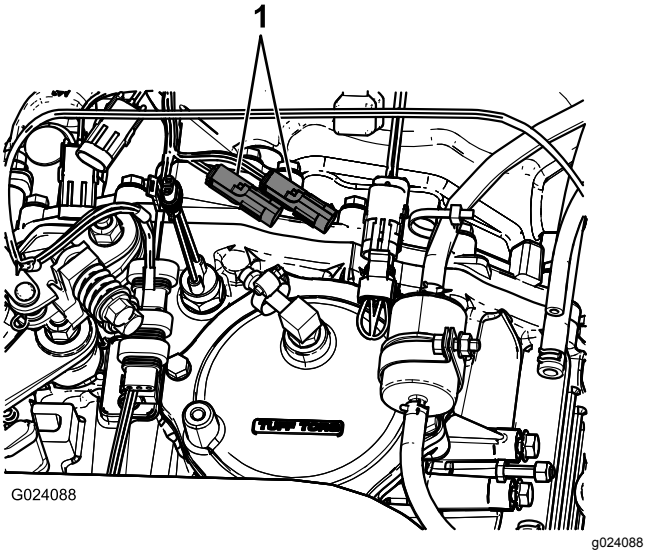

Figur 16
2. Gå till maskinens växellåda och anslut maskinkablagets kontakt med tre stift för hastighetsgivaren till sprutarkablagets kontakt med tre uttag för hastighetsgivaren (Figur 16).